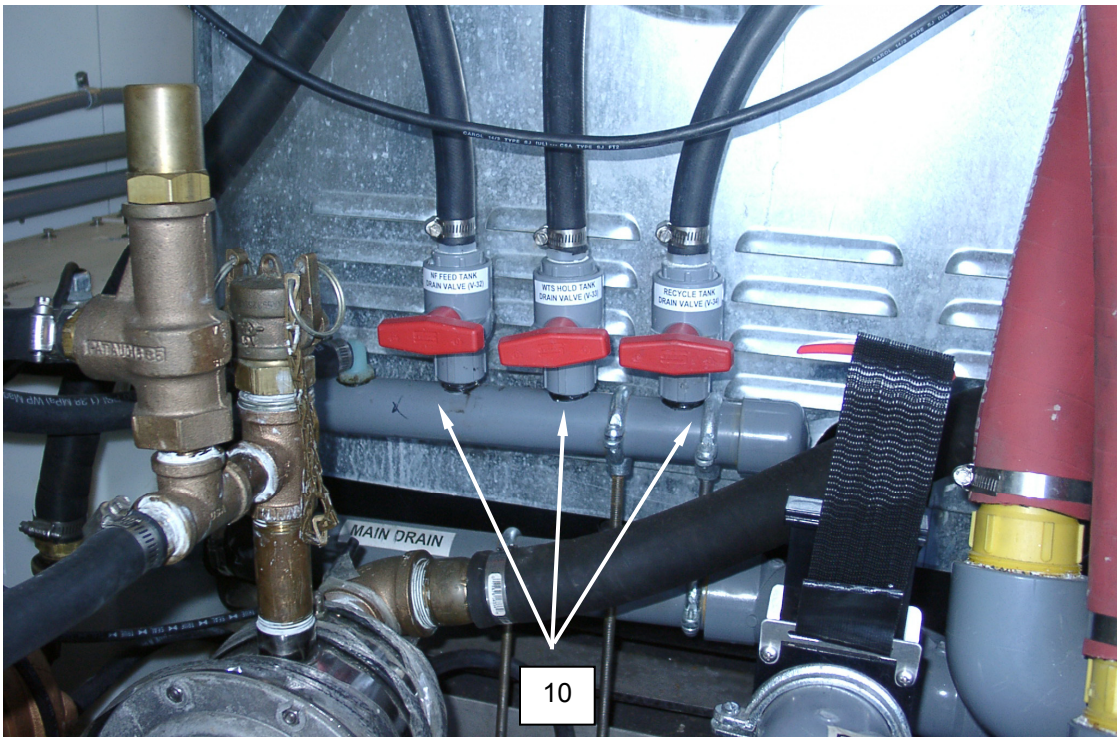

Figure 6. Tank Drain Valves.
5. Close the tank drain valves **(Figure 6, Item 10)**.